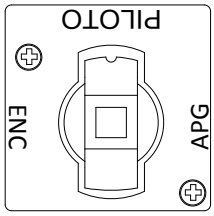

Figura 1
1. Revise que la unidad esté apagada y luego gire la perilla de la válvula de gas a la posición apagada. Espere al menos 5 minutos, y luego gire la perilla de la válvula de gas a la posición PILOT (Piloto) (vea la Figura 1).